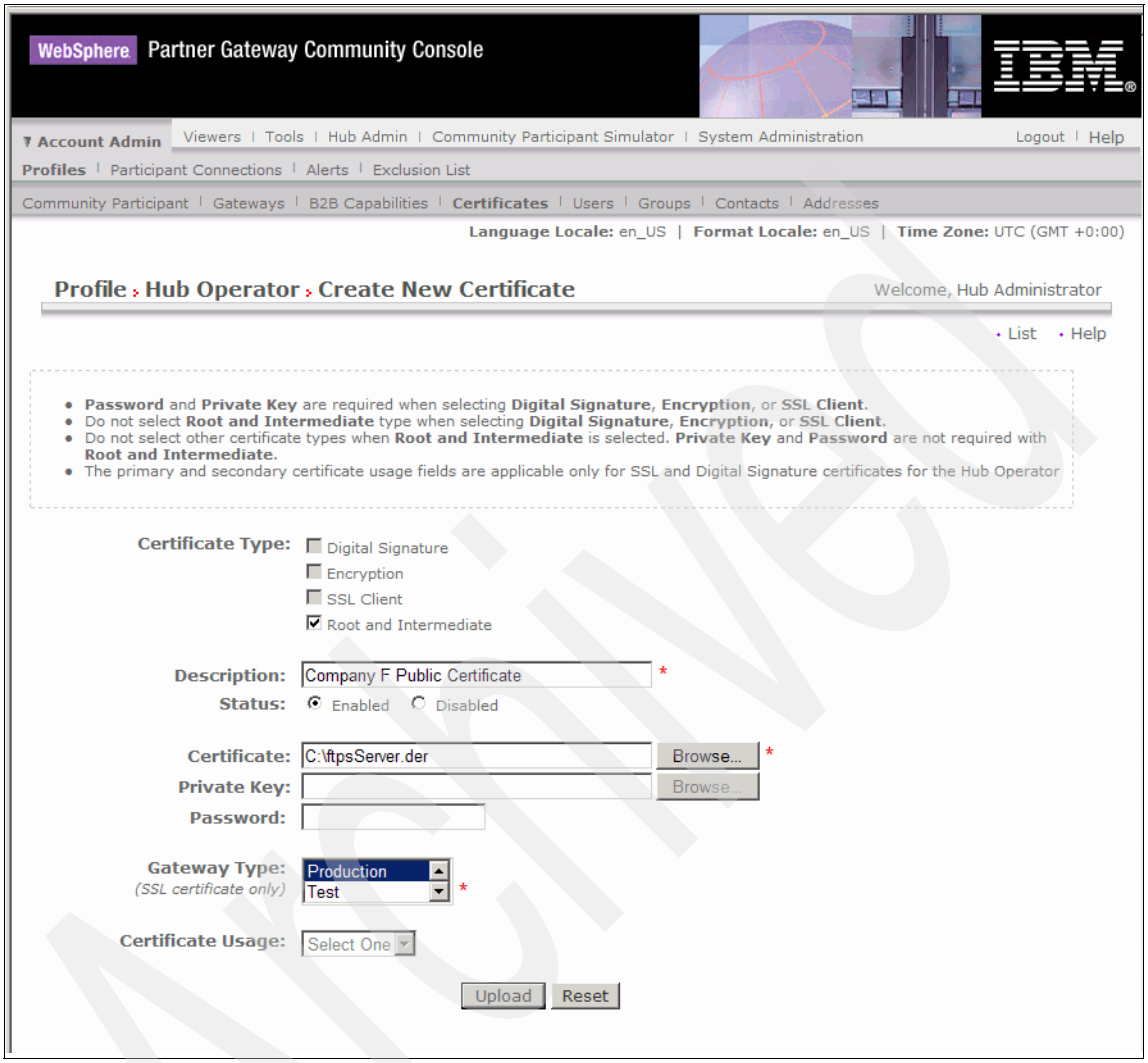

Figure 12-30 Uploading Company F public certificate
6. On the Create New Certificate screen (Figure 12-30 on page 380), enter the following: